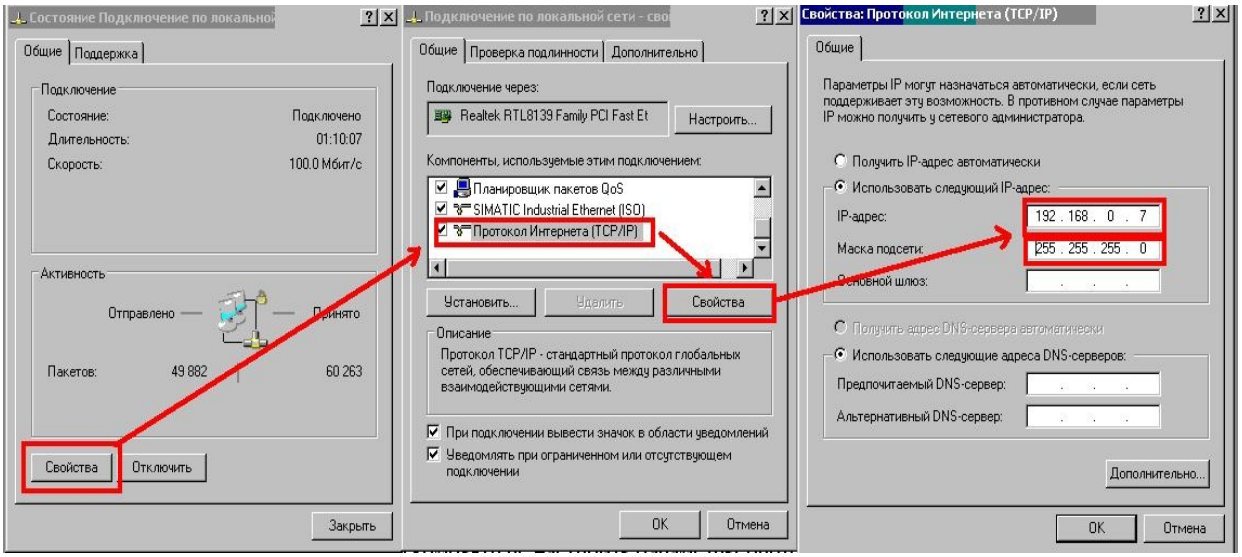

Рис. 4 − Настройки протокола TCP/IP
3. Настройте параметры протокола TCP/IP для сетевого подключения таким образом, чтобы ПК находился в одной подсети с прибором. Для этого, в большинстве случаев достаточно присвоить компьютеру IP-адрес, отличающийся только последней цифрой от IP-адреса прибора. Нажмите кнопку «ОК» на панели «Свойства: Протокол Интернета (TCP/IP)» (см. рис.4).